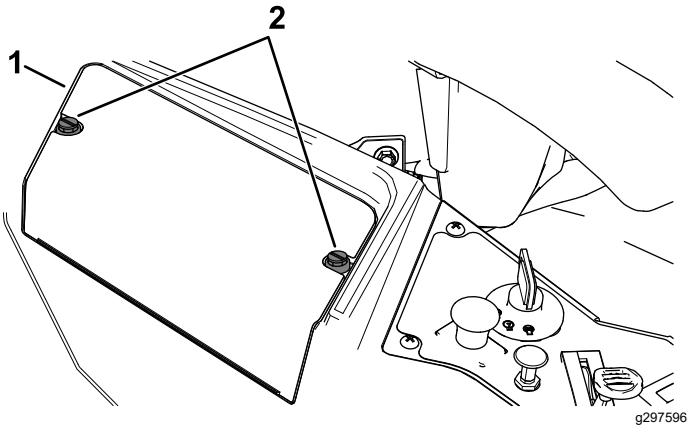

Figura 55
3. Slăbii cele 2 elemente de fixare de pe capacul bateriei printr-un sfert de tură în sens invers acelor de ceasornic i îndepărtai capacul bateriei (Figura 55).
6. Montai capacul bateriei prin apăsarea i strângerea celor 2 elemente de fixare în sensul acelor de ceasornic (Figura 55).